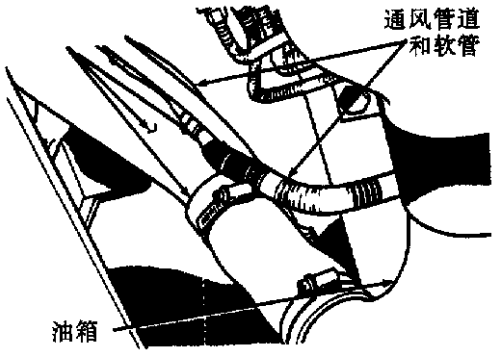

图 4－30　燃油箱注入和通风软管
①断开蓄电池负极。
②拆下燃油注入器盖，释放燃油压力。
③将燃油虹吸软管插入燃油注入器并将它插入油箱。
④将油箱排空。
⑤将车辆举升到吊车上。
⑥断开燃油注入和燃油通风橡胶软管(图 4－30)。
⑦从油泵组件上断开燃油供应管线。燃油泵组件电气连接器有一个限位器将其锁定定位。
⑧将燃油泵组件电气连接器从锁止滑向非锁止(见图 4－15)。
⑨推下连接器限位器(见图 4－16)，并将连接